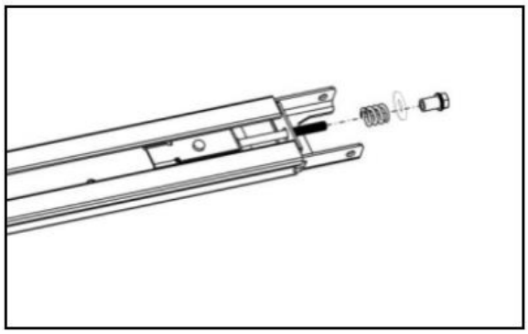

Rysunek 9
3. Zgodnie z rys. 9, odkręć nakrętkę i sprężynę.